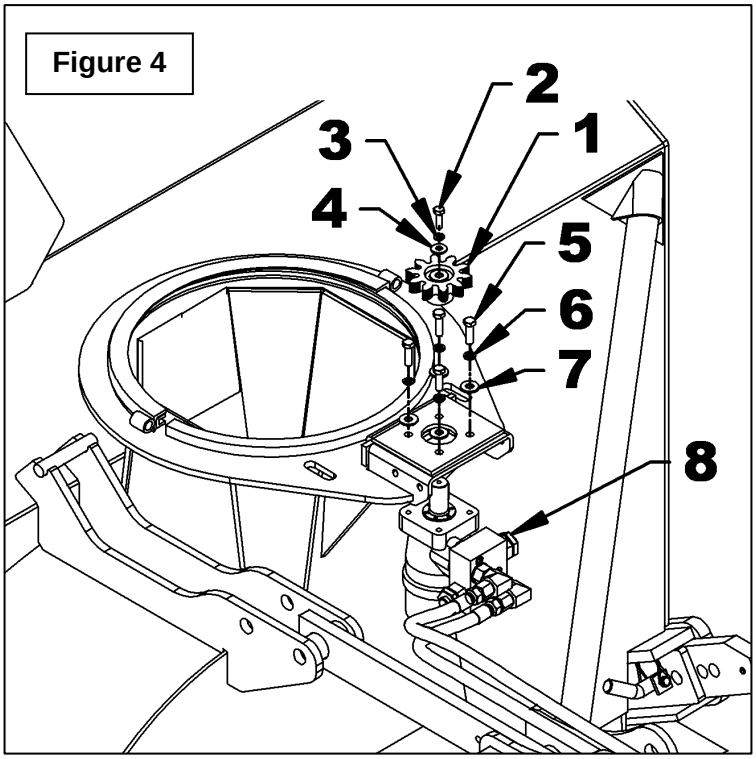

Figure 4
3. **Figure 4:** Take off the motor gear (item 1) by removing the bolt, lockwasher and flat washer (items 1-2-3) then remove the four bolts, lockwashers and flat washers (items 5-6-7) to remove the motor (item 8).